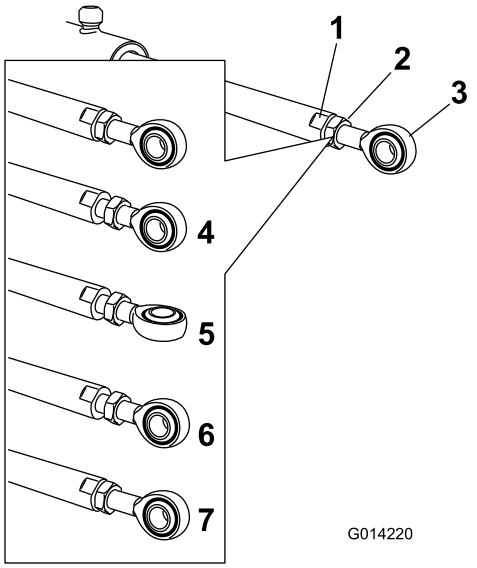

Figura 112
5. Agarre el émbolo del actuador con una llave inglesa en las zonas planas, luego afloje la contratuerca (Figura 112).
6. Gire la rótula en el émbolo del actuador para acortar o alargar el actuador extendido a la posición deseada (Figura 112).